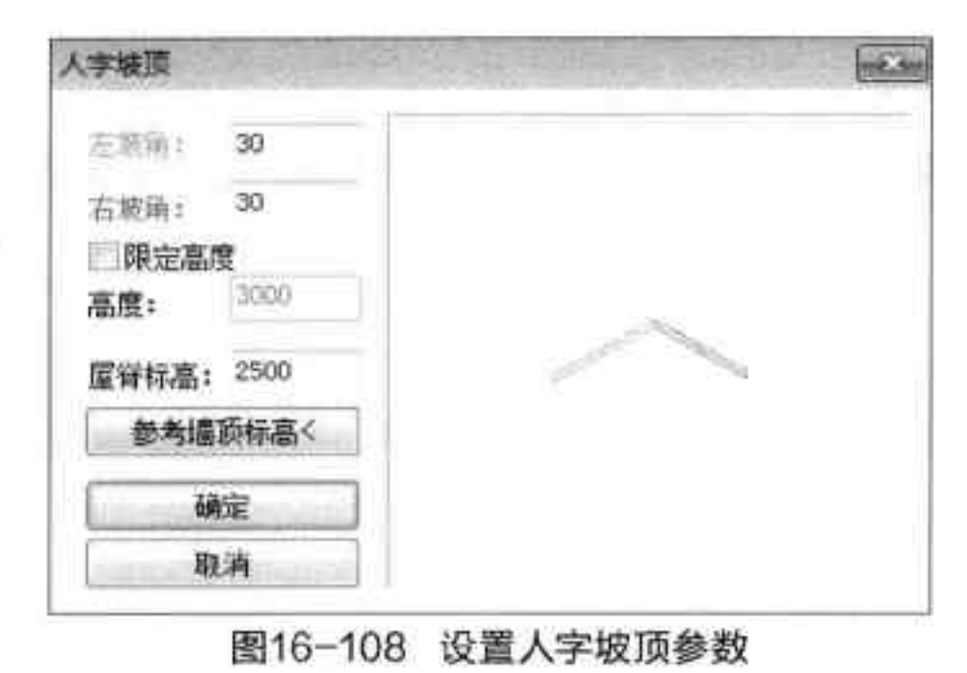

图16-108 设置人字坡顶参数
Step 02 在“人字坡顶”对话框中，设置好坡顶角度值，单击“参考墙顶标高”按钮，选择墙体，如图 16-108 所示。